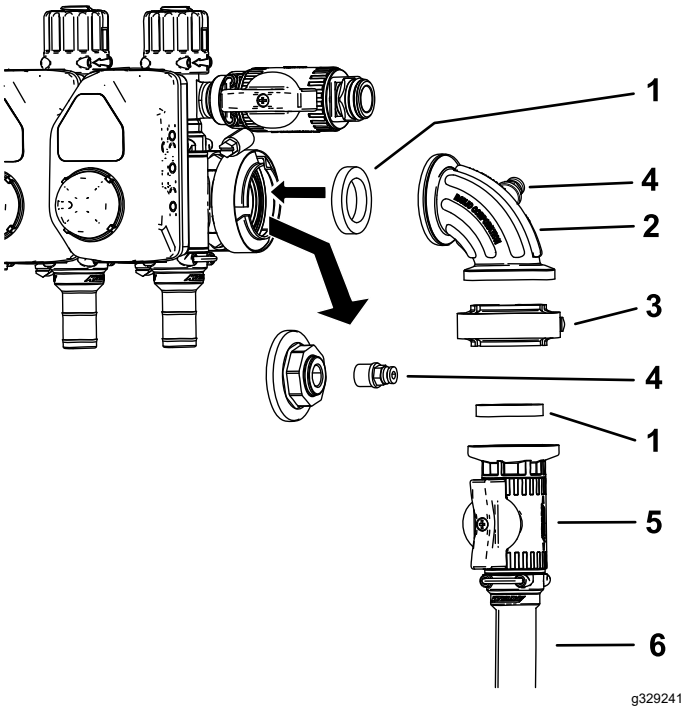

Figura 21
9. Scollegare il tappo e l’accoppiatore dall’apertura dell’indicatore di pressione (Figura 21).
10. Montare il gruppo valvola di regolazione come illustrato nella Figura 21.
11. Montare l'accoppiatore nel foro aperto del raccordo a 90 gradi (Figura 21).